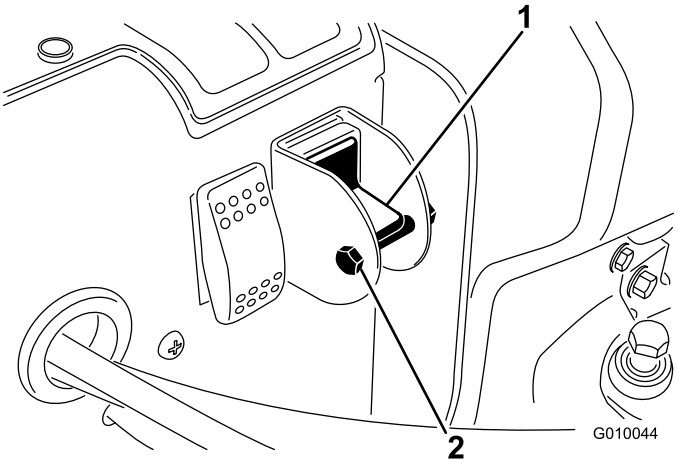

Figur 29
3. Fjern låsebolt og mutter fra velgerbryteren (Figur 29).